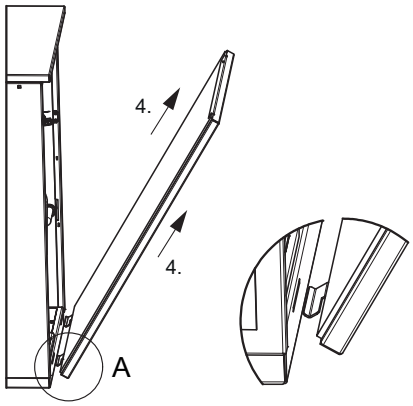

Fig. 7.4:Ouverture des panneaux d'habillage latéraux, étape 4
- Tirer l'élément de tôle dans cette position inclinée vers le haut, hors du socle (4) (voir Fig. 7.4).